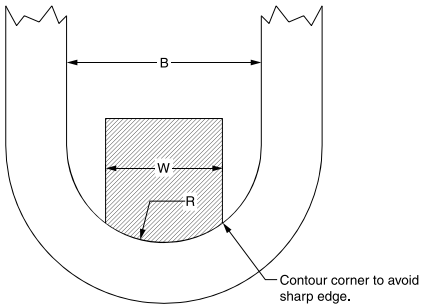

Figure 1
Crosby master links and master link assemblies are proof tested with special fixtures in accordance with ASTM A952. While other specifications such as EN 1677-4 and AWRF Recommended Guideline for Proof Test Procedures for Slings related to master link and master link assemblies also allow for the use of special fixtures when proof testing, Crosby follows the guidelines set forth in ASTM A952. The purpose of the special fixture is to prevent localized point loading during the proof test. Point loading at the proof test load may result in permanent deformation. The proof test fixture per ASTM A952 allows for a maximum fixture width (W) of 60% of the inside width (B) of the master link. The radius of the fixture (R) is one-half of inside width of the master link. A sketch showing an example of the special fixture is shown in Figure 1. Note that the corner of the fixture should be contoured so that a sharp edge does not make contact with the master link during the loaded condition.